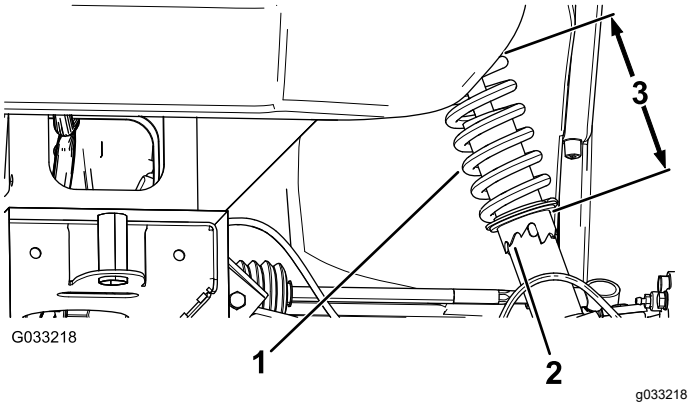

Figuur 56
2. Als de vlucht van het wiel onjuist afgesteld is, draai dan met de schroefsleutel aan de kraag van de schokdemper tot het wiel uitgelijnd is (Figuur 56).